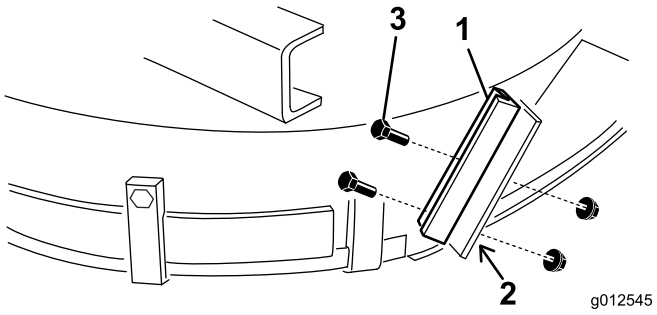

Figura 17
1. Utilize o novo batente do defletor como modelo, coloque-o no batente do defletor original (Figura 17). Certifique-se de que o novo batente do defletor está nivelado no lado inferior, entrando em contacto com a lateral da plataforma, e paralelo com a extremidade exterior do suporte do defletor.
3. Monte o novo suporte do defletor no batente antigo do defletor com 2 parafusos (1/4-20 x 3/4 pol.) e porcas de bloqueio (1/4-20 pol.), como indicado na Figura 17.